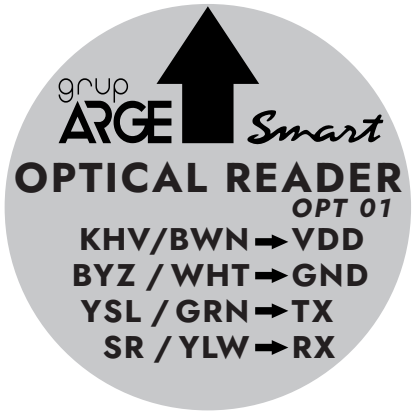

Figure 8
a. Electricity Meter / Optical Port: See Figure 8; 9